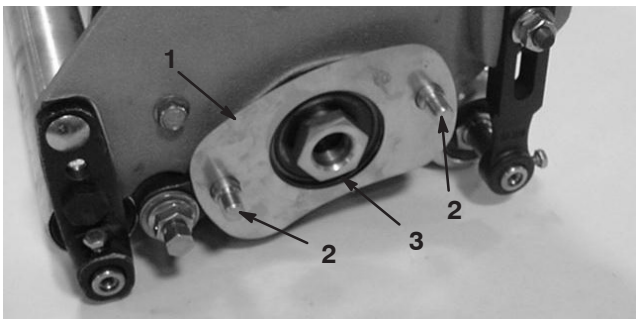

Figure 4
1. Bearing housing bolt (2)
7. Apply Loctite to the threads of each plow bolt. Thread a sideplate adapter onto each bolt (Fig. 4).
8. Insert the shim onto the sideplate adapters positioning as shown in figure 4.
9. Remove the reel bearing locknut from the reel shaft (Fig. 4).